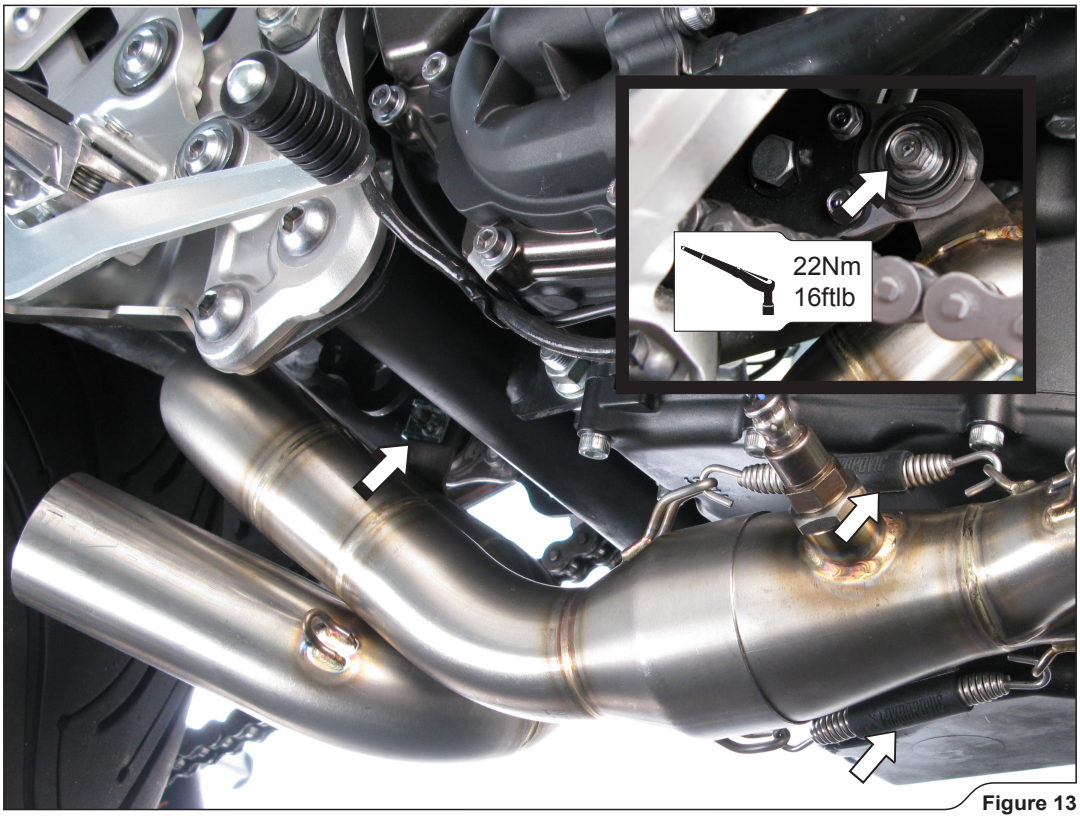

Figure 13
4. Slide the link pipe onto the headers, attach the springs and thighten the left side bracket bolt, using stock bolt **(Figure 13).**